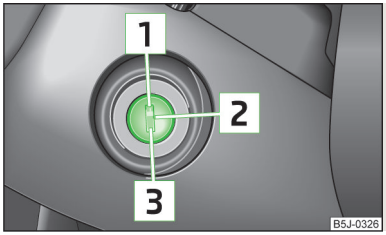

Fig. 90
- When driving, the ignition key must always be in the position 2 » Fig. 90 on page 95 (ignition switched on) without the engine running. This position is indicated by the warning lights coming on. If this is not the case, this could result in unexpected locking of the steering wheel – risk of accident!
If the **steering is locked** and the key cannot or can only be turned with difficulty into the position 2 » Fig. 90, move the steering wheel back and forth and the steering lock will unlock.
› Fully depress and hold the clutch pedal, switch on the ignition 2 » Fig. 90 on page 95 and start 3 - do not operate the accelerator. Depress the clutch pedal until the engine starts.
Switch off the engine by turning the ignition key into position 1 » Fig. 90 on page 95.